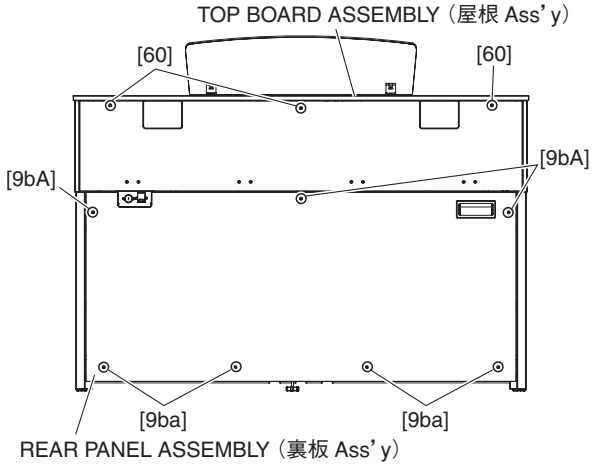

Fig. 2（図 2）
3-2. Remove the three (3) screws marked [60] and slide the top board assembly forward. (Fig. 2)
3-2. [60] のネジ 3 本を外し、屋根 Ass'y を前方へスライドします。（図 2）
4-2. Remove the three (3) screws marked [9bA] and the four (4) screws marked [9ba]. The rear panel assembly can then be removed. (Fig. 2)
4-2. [9bA] のネジ 3 本と [9ba] のネジ 4 本を外し、裏板 Ass'y を外します。(図 2)